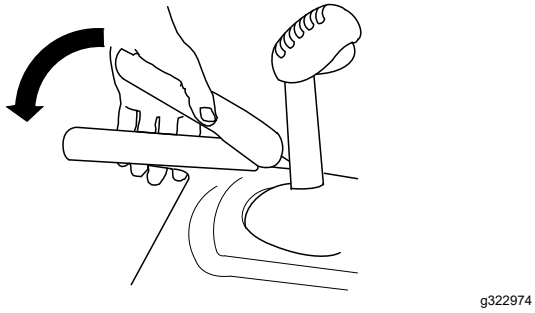

Rysunek 9
3. Przyciśnij lewą dźwignię (trakcji) do uchwytu (Rysunek 9).
6. Przyciśnij lewą dźwignię (trakcji) do uchwytu (Rysunek 9).